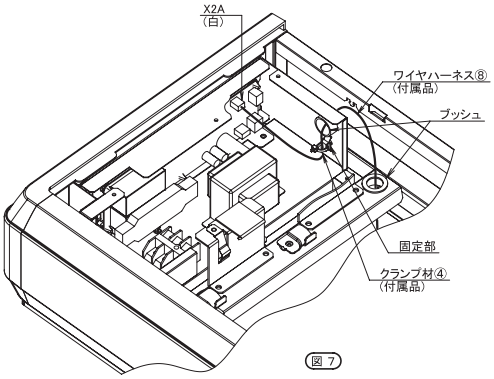

図７
（３）　付属のワイヤハーネス⑧を(2)で取り外した信号線と同様にコネクタ(Ｘ２Ａ)に接続し、ブッシュ(２箇所)に通して引き出します。【図７】
（４）　付属のワイヤハーネス⑧たるみなきよう、電気品箱の固定部に付属のクランプ材④で固定します。【図７】